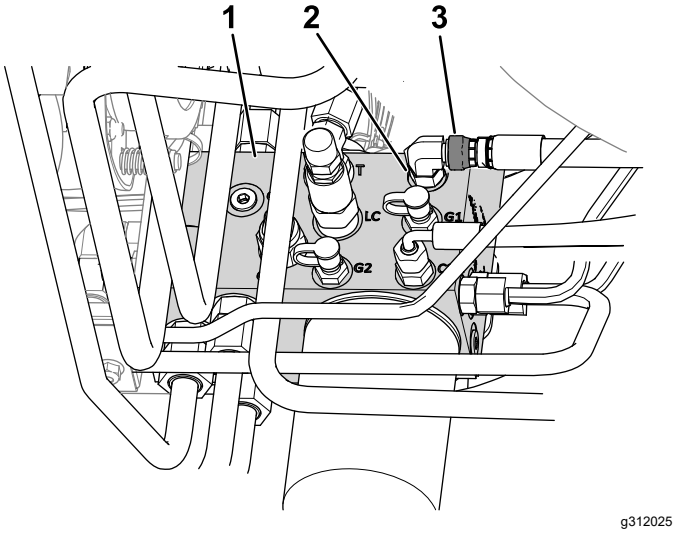

Figuur 9
B. Maak de wartelmoer van de slang los die is aangesloten op poort C1 van het hydraulische verdeelstuk (Figuur 9).
E. Draai de wartelmoer van de slang op de poort C1 (Figuur 9) vast met een torsie van 41 N·m.